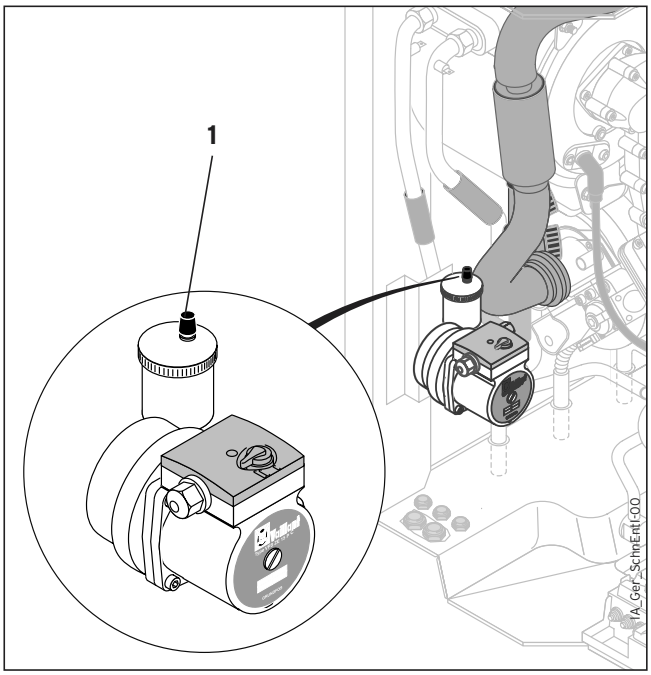

Rys. 5.1 Odpowietrznik automatyczny
- Poluzować odkręcając o 1-2 obroty (rys. 5.1) zaślepkę odpowietrznika automatycznego (**1**) pompy (kocioł w czasie jego ciągłej pracy odpowietrza się samoczynnie przez odpowietrznik automatyczny).